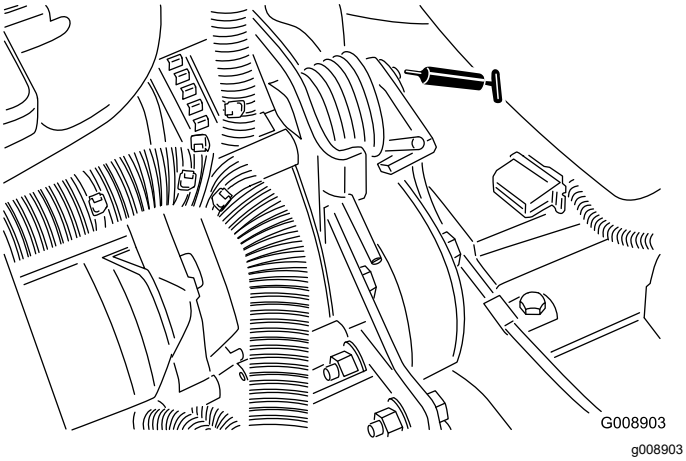

Figur 54
- Remspændingsdrejetap (Figur 54)